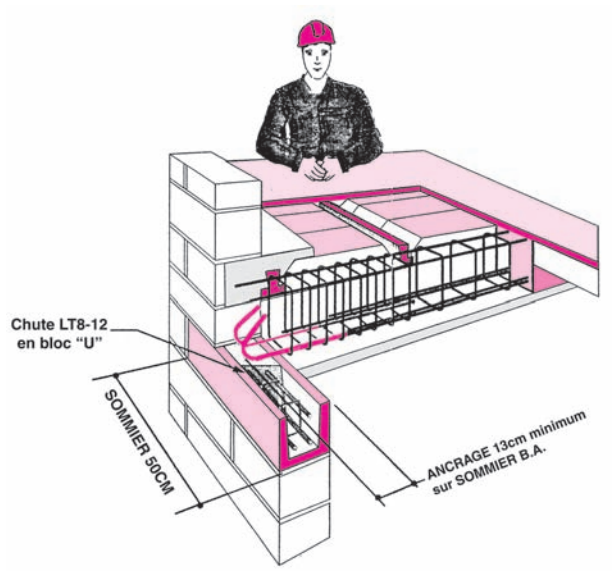

Fig. 8 : Vue d'une poutre appuyée sur un sommier
- soit un sommier EN BA moulé dans les blocs en forme de « U » (fig. 8 et 12) ;